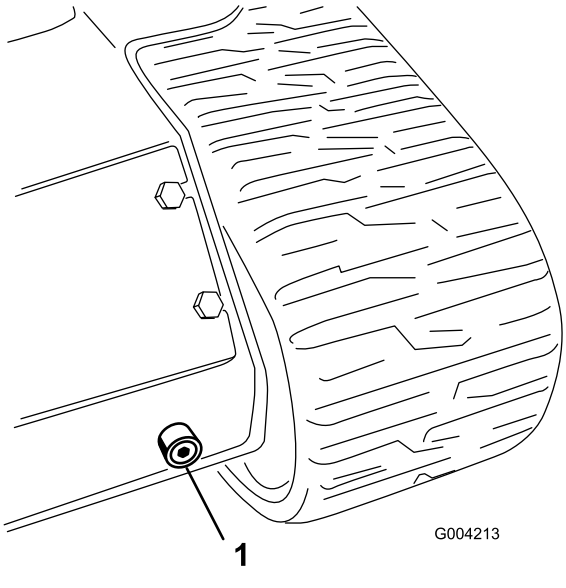

Figur 64
6. Sätt ett stort kärl (som kan rymma 57 liter) under avtappningspluggen framtill på maskinen (Figur 64).
7. Ta bort avtappningspluggen och låt oljan rinna ned i tråget (Figur 64).